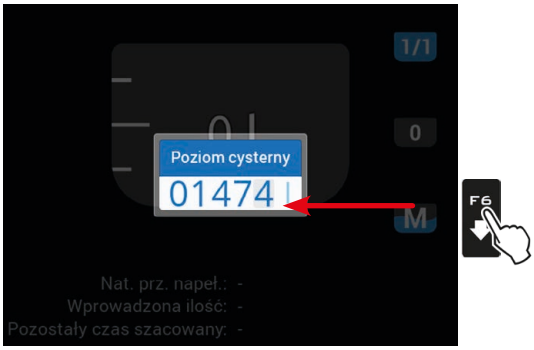

Rys. 338
- Ręczne ustawienie załadowanej ilości (Rys. 338)